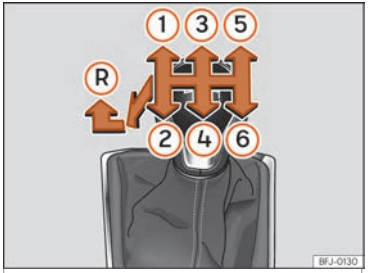

Abb. 164 Schaltschema des 6-Gang-Schaltgetriebes.
Auf dem Schalthebel sind die Positionen der einzelnen Fahrgänge dargestellt ››› Abb. 164.
- Schalthebel auf Leerlauf stellen und nach unten drücken, ganz nach links und dann nach vorne schieben, um den Rückwärtsgang ››› Abb. 164 Ⓡ einzulegen.